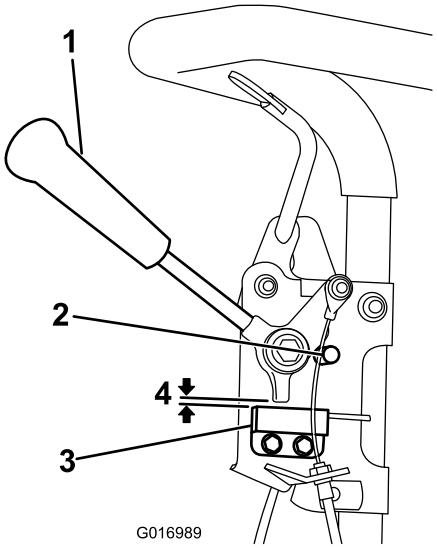

**Figura 33**
1. Certifique-se de que o motor está desligado e que a alavanca de tracção está desengatada e colocada na paragem neutra (Figura 33).
2. Desaperte as juntas de montagem do interruptor de segurança (Figura 33).
3. Coloque uma cunha de 0,08 cm entre a alavanca de tracção e o interruptor de segurança (Figura 33).